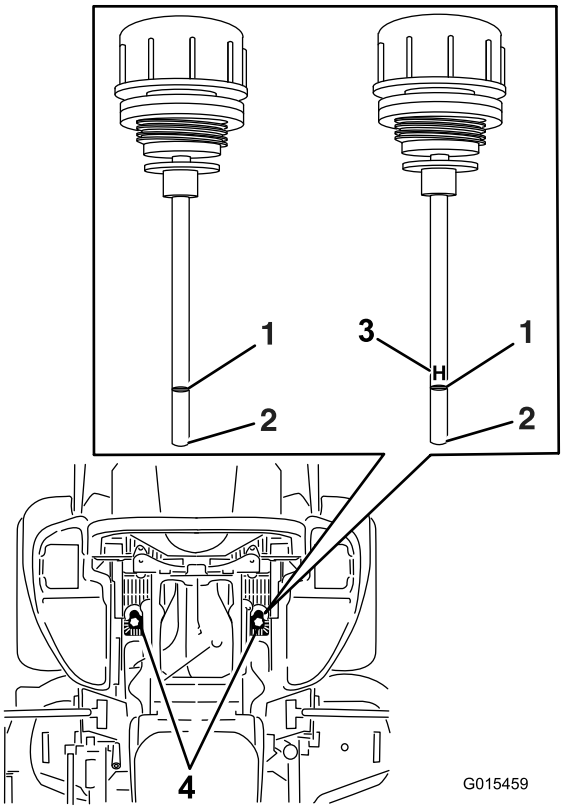

Figur 81
6. Rengör området runt oljestickorna i hydraulsystemets tankar (Figur 81).
7. Ta bort en oljesticka från hydraultanken (Figur 81).
9. Ta ut oljestickan och titta på änden (Figur 81). Om oljenivån är vid markeringen häller du sakta tillräckligt mycket olja i hydraultanken för att öka nivån till full nivå eller **H**-linjen.